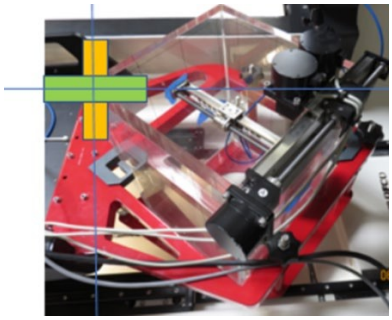

Figure 1-6. Inclinomètre
d. Placez l'inclinomètre dans le coin du réservoir face à vous. Obtenez un angle de zéro à l'aide des boutons A et B, puis utilisez C pour niveler le réservoir le long de l'axe de la table du patient (voir Figure 1-6).